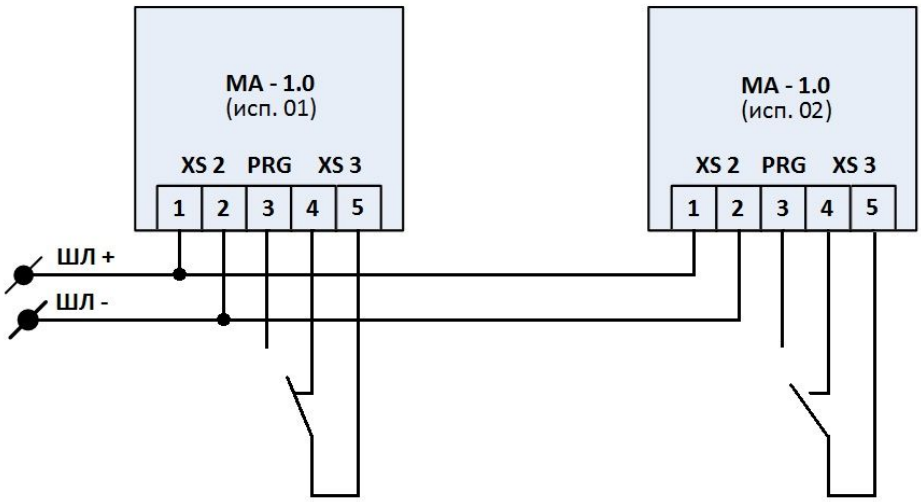

Рис.1
4.1 МА-1.0 располагается внутри корпуса извещателя подключаемого к МА-1.0. Подключите провода 1;2 плоского кабеля к АПКП и извещателю провода 4;5 по схеме Рис.1